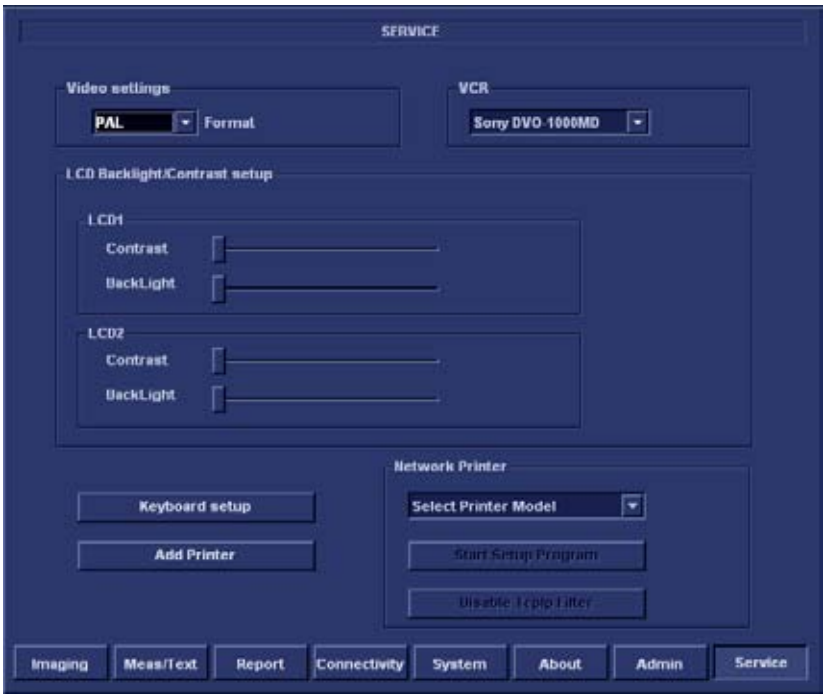

Figure 3-23 Service Screen
2.) Select **SERVICE** to view the Service Screen, see Figure 3-23 on page 3-32.